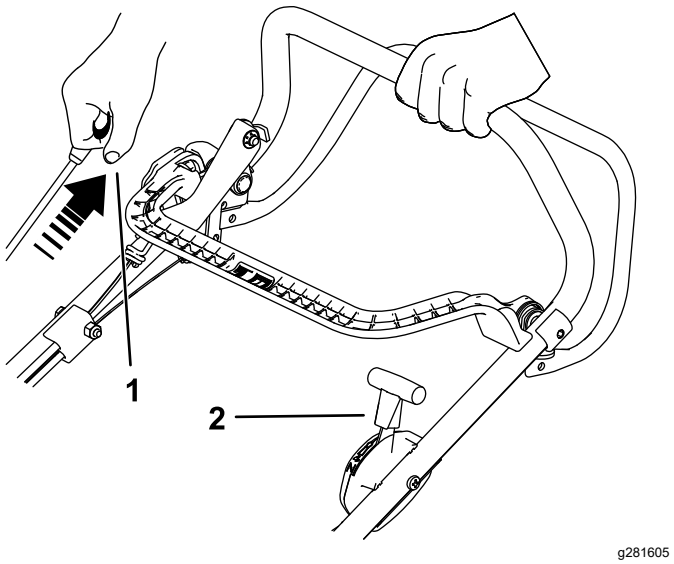

Figuur 15
2. Trek de starthandgreep uit totdat u weerstand voelt, daarna krachtig uittrekken om te starten. Wanneer de motor start, zet u de gashendel langzaam terug in de stand SNEL als de choke ingeschakeld was (Figuur 15).